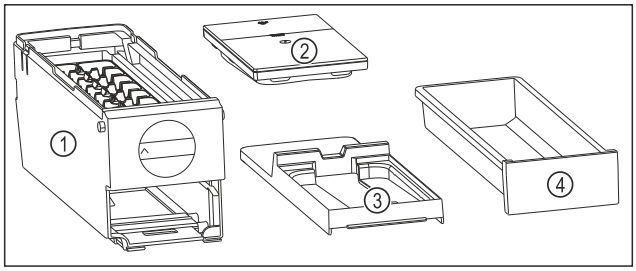

Fig. 184 Componentes del EasyTwist-Ice
▷ El EasyTwist-Ice está desmontado en cuatro piezas. (consulte Fig. 184)
▶ Desmontar el EasyTwist-Ice solo en los componentes mostrados. (consulte Fig. 184)
▶ Limpiar el cuerpo del EasyTwist-Ice *Fig. 184 (1)* en su totalidad.